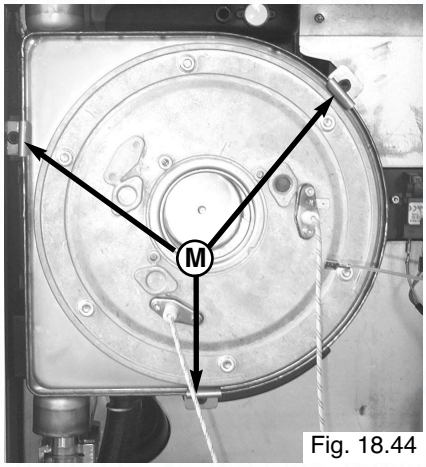

Fig. 18.44
3. Unscrew the three bolts "**M**" from the main heat exchanger (Fig. 18.44);